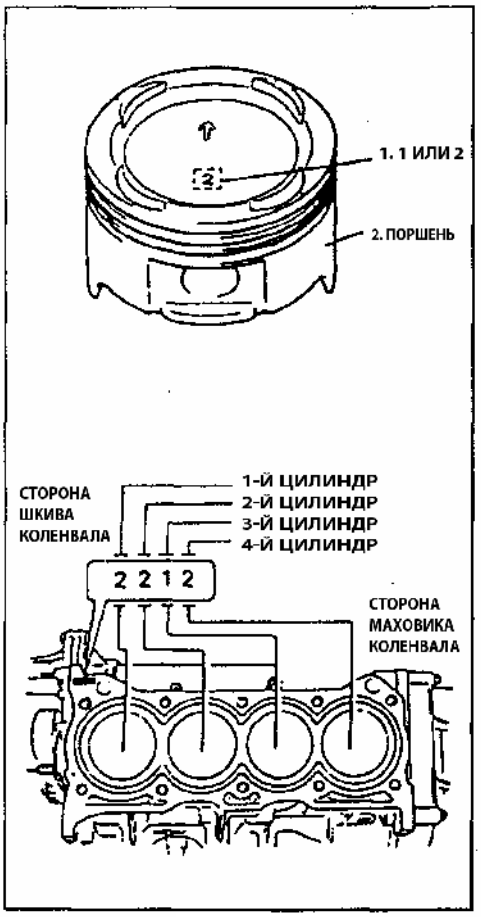

Рис. 132
b) Такие же метки нанесены на блоке цилиндров. Первая цифра указывает на внутренний диаметр первого цилиндра, вторая – второго, третья – третьего и четвертая – четвертого цилиндра (Рис. 132).